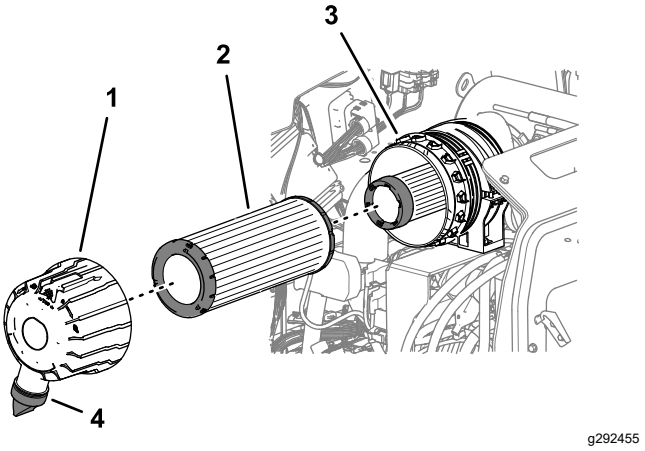

Figur 52
3. Ta bort huvudluftfiltret (Figur 52).